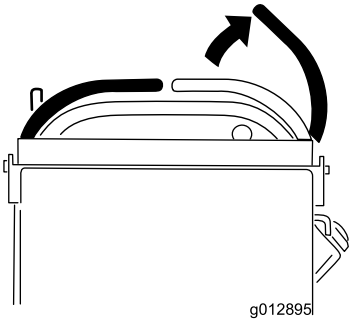

Figur 12
- Flyt bevægelseshåndtagene til neutral position, og flyt højre bevægelseshåndtag til neutral låseposition (Figur 12).